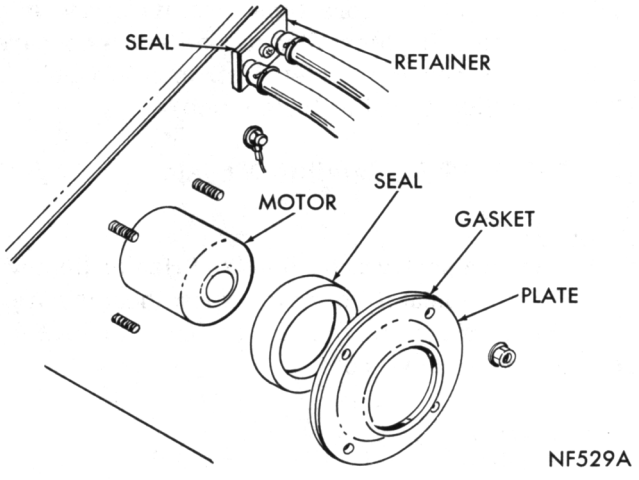

Fig. 9—Heater Mounting—Valiant and Barracuda Models
(1) Disconnect battery ground cable and drain radiator.
(2) Disconnect heater hoses from heater and remove heater hoses at dash panel seal and retainer plate (Fig. 9).
(4) Remove heater motor seal retainer plate and seal from dash panel (Fig. 9).